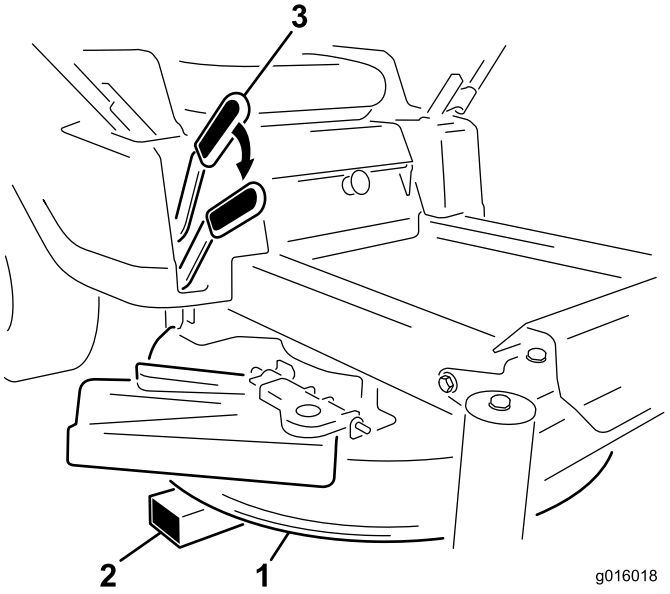

Bild 1
3. Heben Sie das Mähwerk auf die höchste Schnitthöhenstellung an. Stellen Sie Blöcke unter das Mähwerk, um es an der niedrigsten oder zweitniedrigsten Schnitthöhenstellung abzustützen (Bild 1).
4. Senken Sie das Mähwerk ab, bis das Gewicht von den Blöcken abgestützt wird (Bild 1). Jetzt können Sie den Schnitthöhenhebel gefahrlos entfernen.